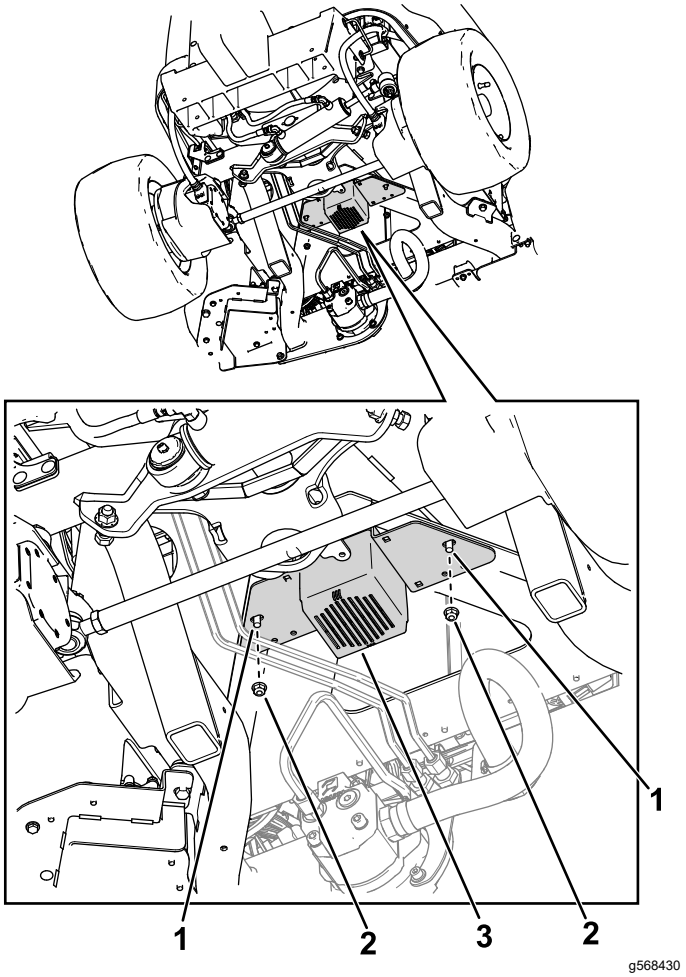

Figur 26
14. Brug 2 bræddebolte (5/16" x ¾") og 2 flangemøtrikker (5/16") fra motorhjelmens støttebeslag til at fastgøre hornets monteringsbeslag til traktionsenhedens stel (Figur 26).